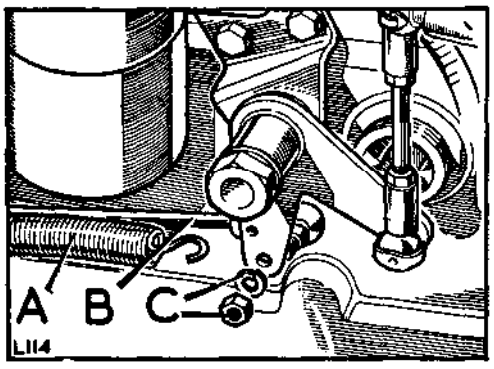

**Fig. A3-61. Throttle linkage**
14. Reconnect the throttle linkage, Fig. A3-61 refers